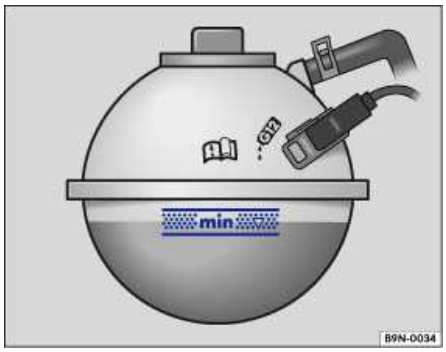

Fig. 152 Coolant expansion tank in the engine compartment.
- When the engine is cold, check the engine coolant level relative to the marking on the side of the expansion tank ⇒ fig. 152.
- The engine coolant level must be inside the marks on the side of the reservoir ⇒ fig. 152. **Do not fill above the top edge of the filling range!** ⇒ ⓘ
- **Refill engine coolant only up to the top edge of the marked fill range ⇒ fig. 152. Excess engine coolant may be forced out of the engine cooling system when it gets hot and cause damage.**